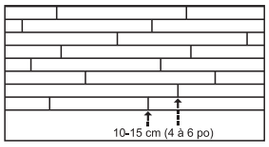

Figure 4
- Dans les rangées adjacentes, si possible, veillez à décaler les extrémités des planches de 10 à 15 cm (4 à 6 po) (figure 4). Vous assurerez ainsi une meilleure apparence de l'ensemble du revêtement de sol.
- Les joints d'extrémité des rangées adjacentes devraient être, autant que possible, décalés de au moins 10 à 15 cm (4 à 6 po) afin d'assurer un ensemble plus esthétique (figure 4).
- Vérifiez si tous les bords et extrémités de chaque planche sont bien ajustés. Les joints d'extrémité des rangées adjacentes devraient être, autant que possible, décalés de 10 à 15 cm (4 à 6 po) afin d'assurer un ensemble plus esthétique (figure 4).